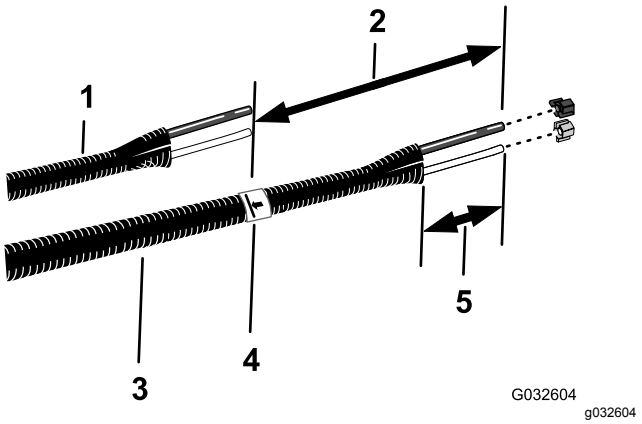

Figur 27
6. Innrett de gamle væske- og luftrørene (Figur 27) med den nye rørenheten (Toro-delenr. 114-9553)
8. På den nye rørenheten, legg til 26 cm lengde fra merket du laget i trinn 7, merk av på rørenheten, og kutt rørene ved det andre (lengste) merket (Figur 27).
10. Fjern 77 til 102 mm av hylsteret rundt hver ende av rørenheten (Figur 27).